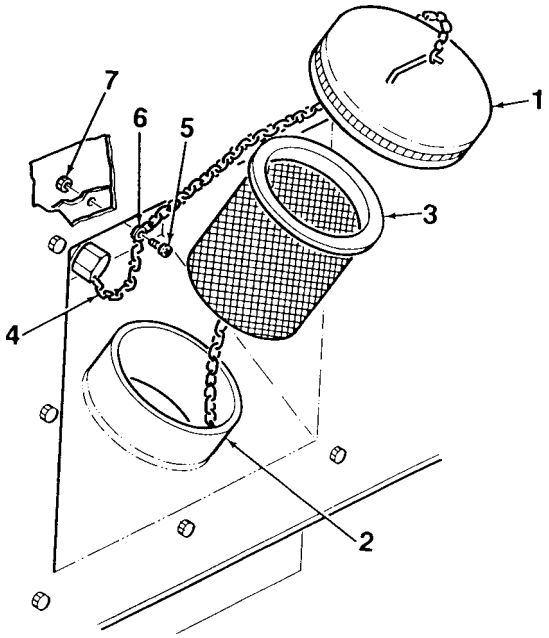

Figure 4-45. Fuel Fill Cap and Pocket (Sheet 1 of 2)
2. Remove fuel fill cap (1, Figure 4-45) from fuel fill throat (2). Remove fuel strainer assembly (3).
3. Release fuel cap chain (4) from fill pocket wall by removing screw (5) washer (6), and locknut (7).